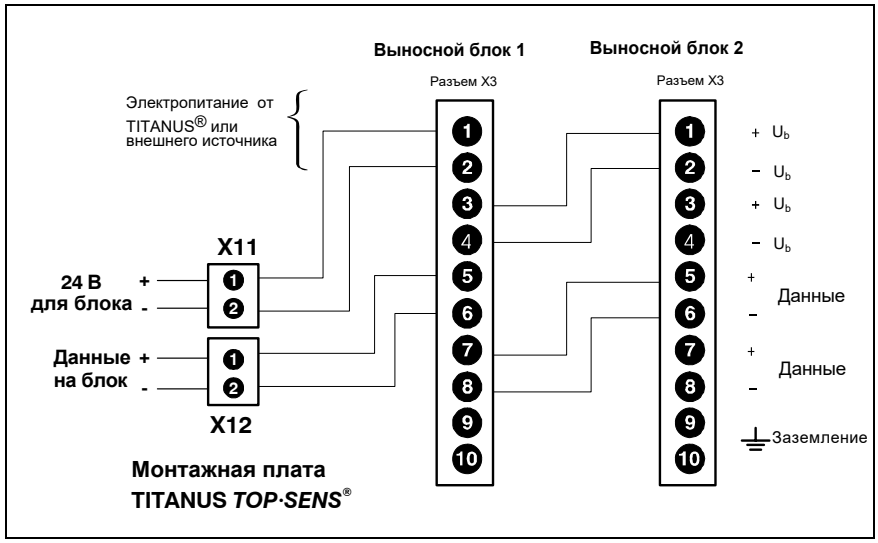

Рис.5.30: Подключение блока индикации к TITANUS *TOP · SENS®*
3. Выполните электрическое подсоединение в соответствии с Рис. 5.30.